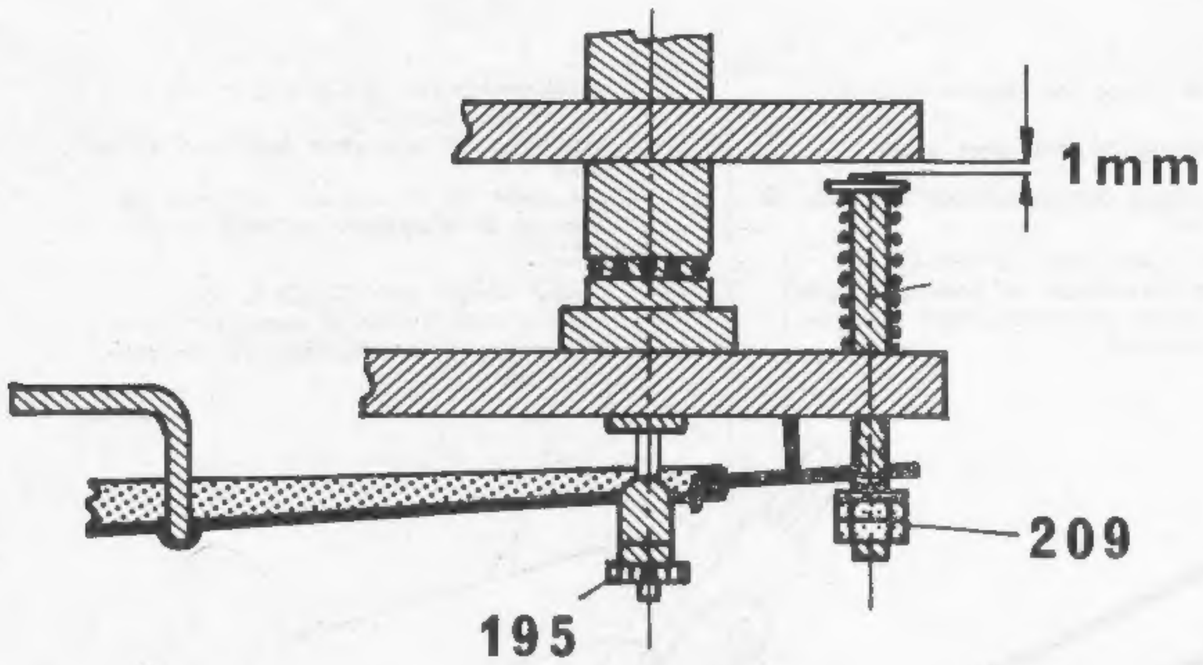

Fig. 10
b) Tonarmbremse dejustiert	Bremsstift n. Fig. 10 justieren